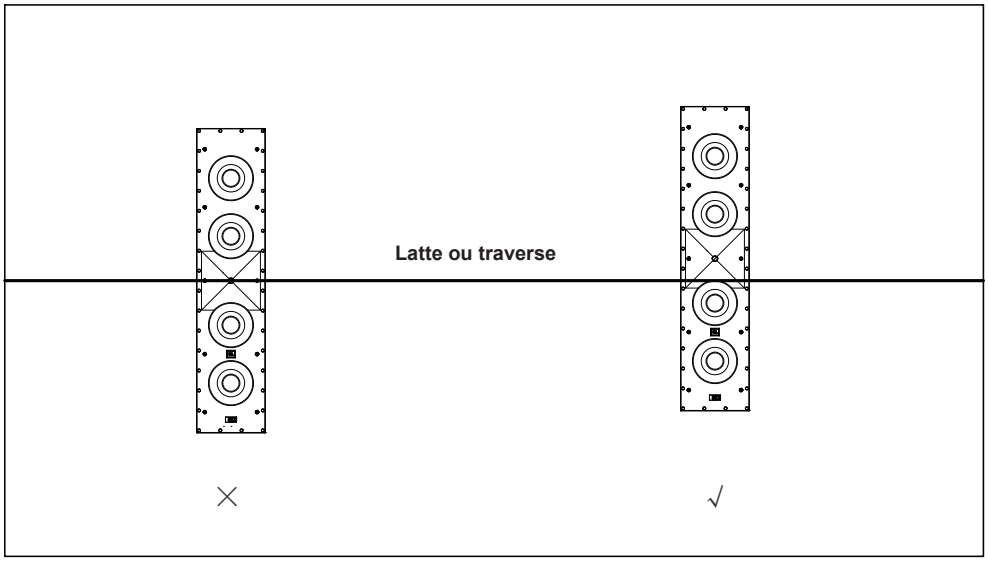

**Figure 4**
**REMARQUE :** Certains écrans de projection perforés comportent une latte ou une traverse centrée sur la trame de l'écran (figure 4). Vérifiez dans de tels cas que la barre ne masque pas le pavillon. Positionnez des enceintes orientées verticalement de telle façon que la barre passe devant les enceintes au bord du pavillon le plus proche au haut-parleur grave central.